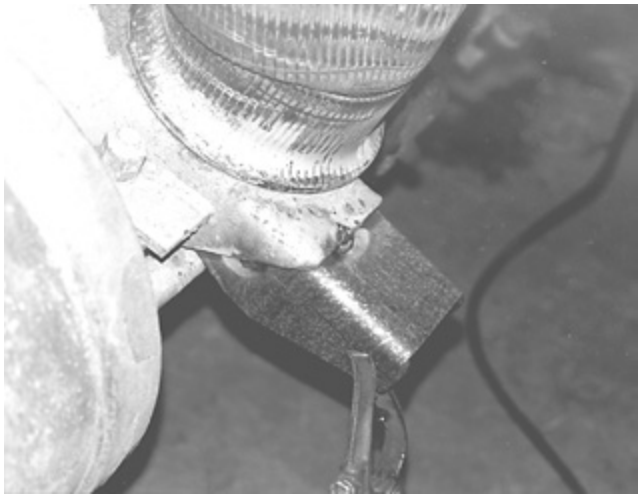

Figure 72: Tack weld rear beam extensions in place
8. **Tack weld** beam extensions into place (Figure 72). After tacking, remove clamps.